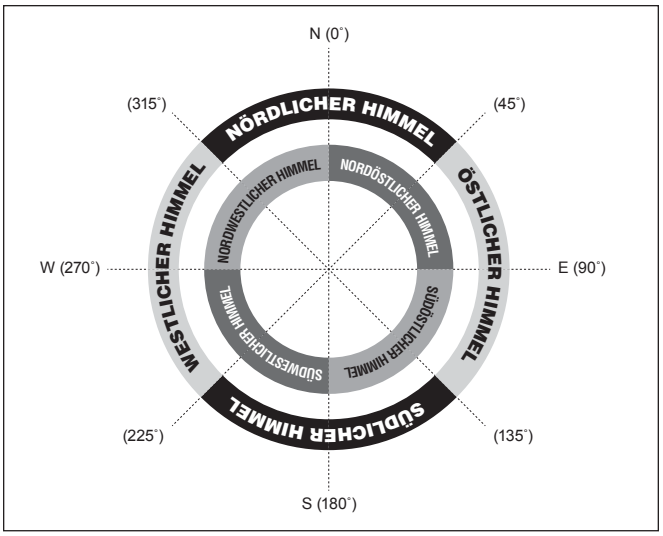

Abbildung 2. Ausrichtung der Himmelsregionen bei der Ausrichtungsmethode „Brightest Star“.
2. Die Handsteuerung fordert Sie mit „Select Region“ (Region auswählen) auf, eine Himmelsregion festzulegen. Finden Sie anhand von **Abbildung 2** die Region, auf der Sie den entsprechend hellsten Stern am Himmel sehen. Es kann hilfreich sein, hierbei einen Kompass zur Hand zu haben. Es stehen acht sich überschneidende Regionen zur Auswahl, die jeweils einen Azimut-Bereich von 90 Grad abdecken. Die gewählte Richtung hat nur Einfluss auf die Auswahl des Ausrichtungssterns. Sobald die Ausrichtung abgeschlossen ist, können Sie weiterhin Objekte aus allen Himmelsregionen zur Beobachtung auswählen.